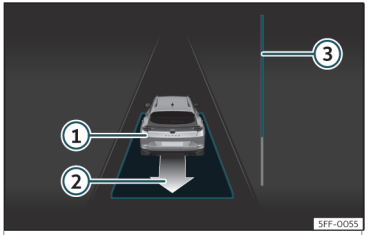

Fig. 174 On the instrument panel display: exit a parallel parking space.
- Reverse until the continuous ParkPilot signal sounds; **OR:** reverse until the instrument panel display shows the forward indication. The progress bar››› **Fig. 174** ③ indicates the distance to cover››› page 265 .